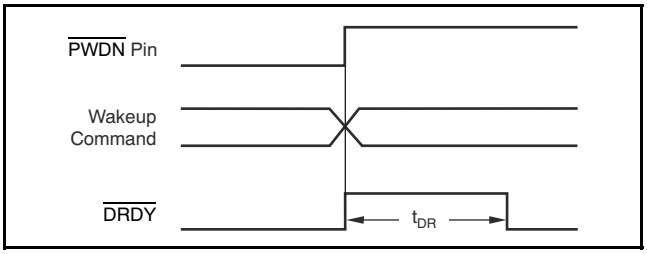

Figure 50. $\overline{\text{PWDN}}$ Pin and Wake-Up Command Timing (Table 12 Shows t_{DR})
In power-down, note that the device outputs remain active and the device inputs must not float. When the Standby command is sent, the SPI port and the configuration registers are kept active. Figure 50 and Table 12 show the timing.
(1) See Figure 50 and Table 12 for time to new data.